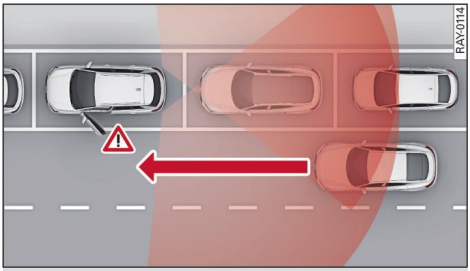

Fig. 97 Detected traffic approaching from behind
The exit warning system can recognise other road users approaching from behind (within certain system limits) and warn you as you get out of the vehicle ⇨ *Fig. 97*. The system uses the data from the radar sensors at the rear corners of the vehicle.
– The area covered by the sensors ⇨ *Fig. 97* is an example and does not represent the range of the sensors to scale.